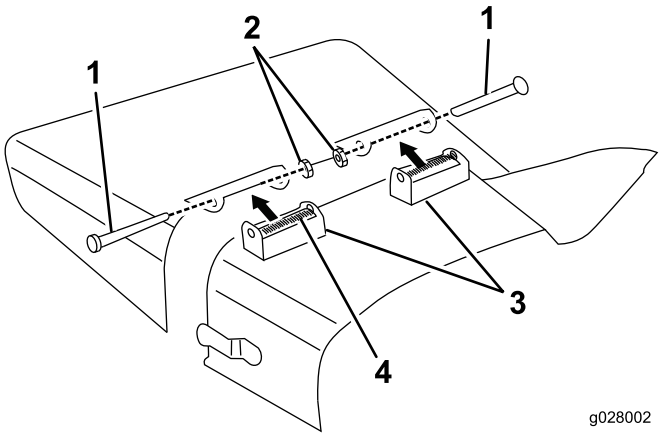

Figura 5
1. Togliete le viti a testa cilindrica, i dadi di bloccaggio e le molle che fissano i supporti del deflettore alle staffe orientabili (Figura 5).
2. Togliete i bulloni a testa tonda e i dadi flangiati che fissano le staffe orientabili all'alloggiamento (Figura 5).